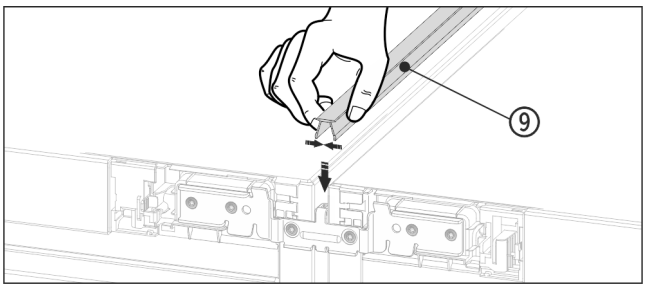

Fig. 20
▶ În partea superioară presați profilul de mascare *Fig. 20 (9)* scurt în fanta orizontală.